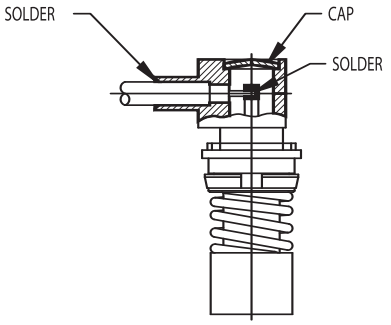

FIGURE 2
2. INSERT CABLE INTO BODY UNTIL IT BUTTS UP AGAINST COUNTERBORE. CENTER CONDUCTOR MUST ENTER SLOT IN CENTER CONTACT. SOLDER OUTER CONDUCTOR OF CABLE TO BODY. CLEAN. (SEE FIG. 2)
3. SOLDER CENTER CONDUCTOR OF CABLE TO CENTER CONTACT. CLEAN. (SEE FIG. 2)
4. PLACE CAP INTO BODY AS SHOWN AND DEPRESS CAP TO EXPAND INSIDE COUNTERBORE OF BODY. (SEE FIG. 2)